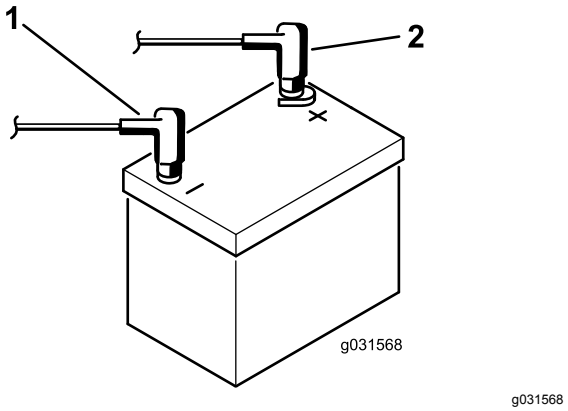

图 4
8. 使用螺栓和螺母将正极接线红色连接到正极+电池端子负极接线黑色连接到负极-电池端子图 4。